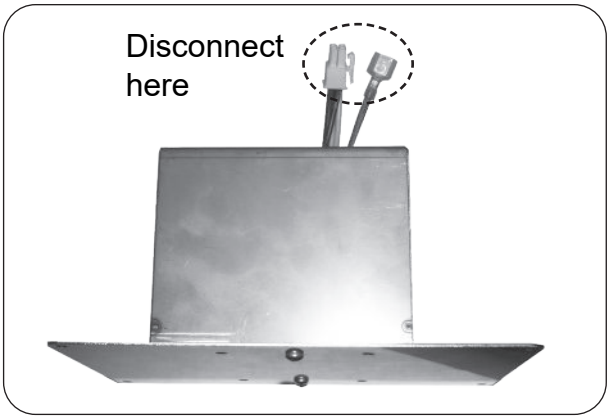

Fig. 45-2 Disconnect wire harness and groundwire (and power cord)
3. Disconnect the power supply cord. Then disconnect the wire harness and ground wire (see Fig. 45-2). Completely remove the box from the enclosure for ease of fuse replacement.